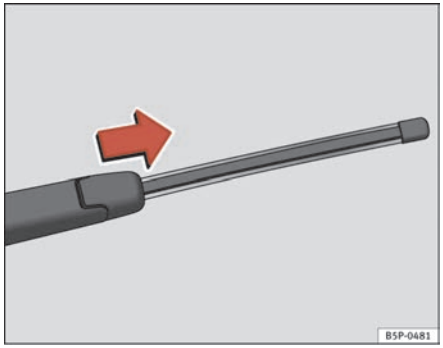

Fig. 165 Remove rear window wiper blade
– Lift the wiper arm away from the glass ⇒ page 225, fig. 165.
– Slide the blade adapter in the direction of the arrow and remove the blade ⇒ page 225, fig. 165.